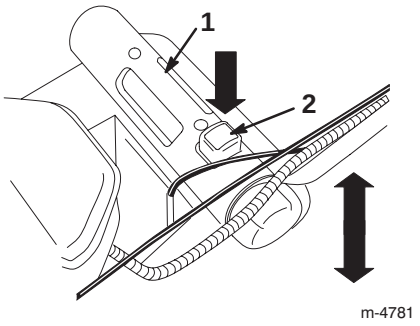

Bild 14
4. Drücken Sie die rote Taste und halten den Schnitthöhen-Einstellgriff, um die Schnitthöhe nach oben und unten zu verstellen (Bild 14).